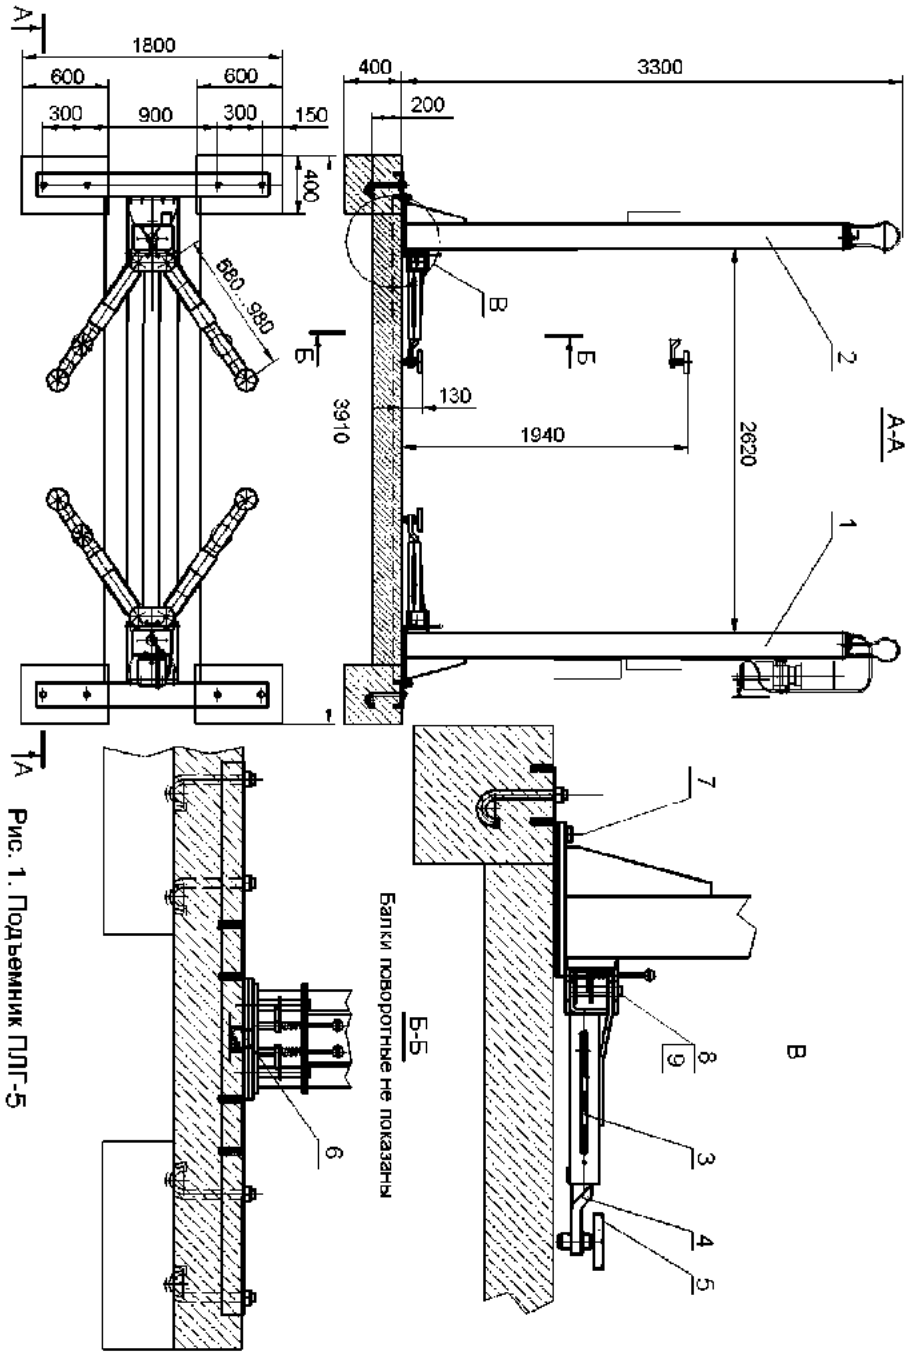
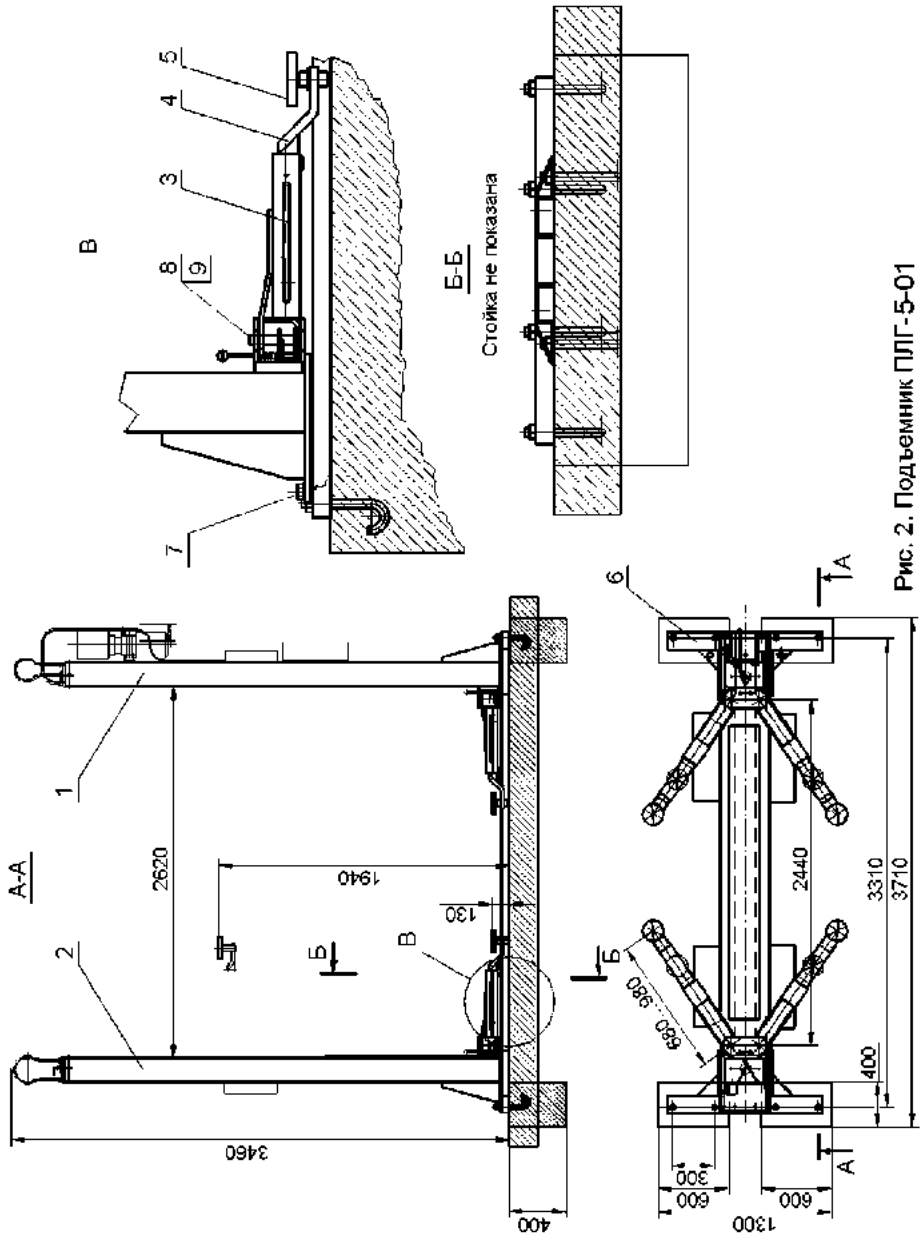

Рис. 1. Подъемник ПЛГ-5
Рис. 2. Подъемник ПЛГ-5-01
4.1. Подъемник состоит из двух стоек 1 и 2, четырёх балок 3 со вставками 4 и опорами 5 (см. Рис. 1 и Рис.2).
Стойки 1 и 2, подъемника ПЛГ-5 крепятся болтами 7 к раме 6, забетонированной в пол (см. Рис. 1).
Стойки подъемника ПЛГ-5-01 крепятся болтами 7 к основанию 6, установленному на поверхности пола (см. Рис.2).
4.4.Балки поворотные, соединенные с каретками при помощи осей 8 (см. Рис.1 и Рис. 2) снабжены механизмами фиксации, предотвращающими самопроизвольный поворот балок с опорами на осях кареток в процессе подъема и опускания автомобиля.